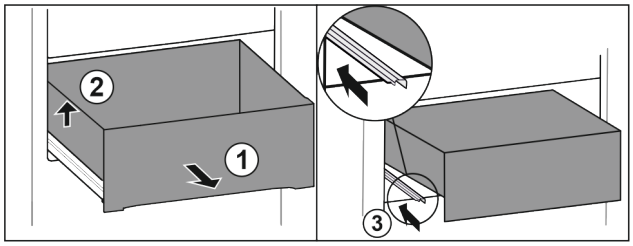

*Fig. 127*
- ▶ Lade tot de aanslag eruit trekken. *Fig. 127 (1)*
- ▶ Lade links optillen. *Fig. 127 (2)*
- ▶ Linker rail erin schuiven. *Fig. 127 (3)*